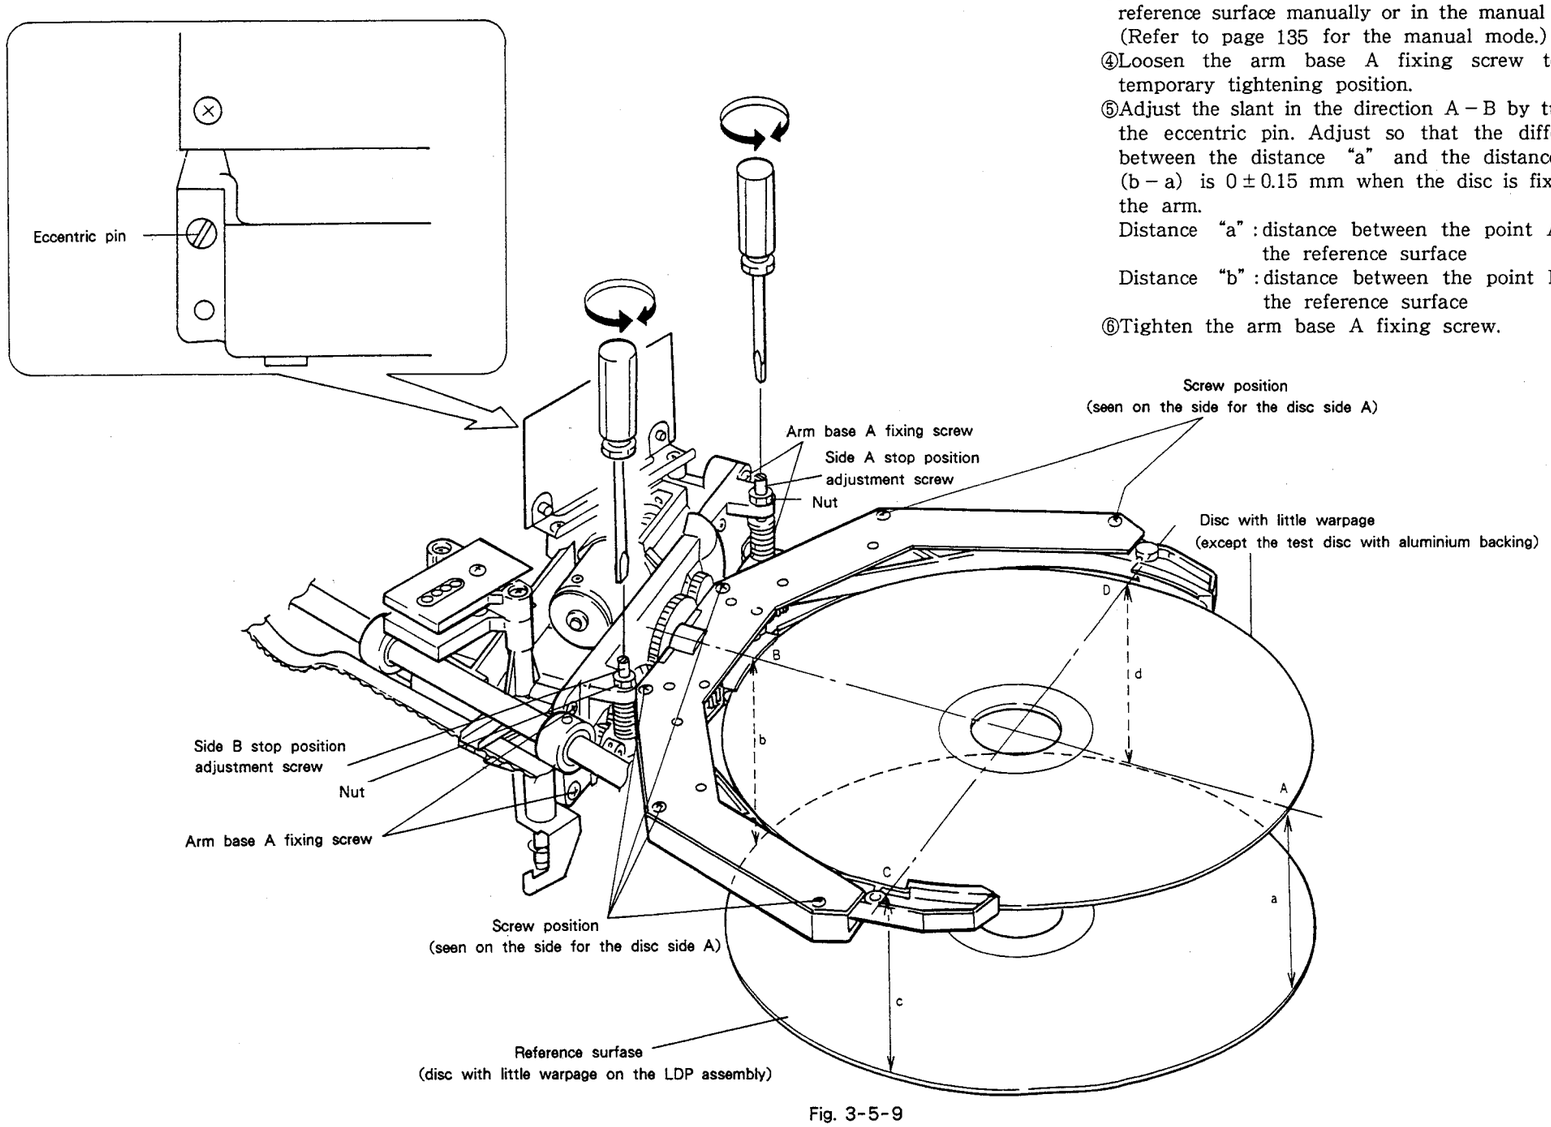

Fig. 3-5-9
3.5.5.1 Adjustment of the arm horizontal position (direction A – B in Fig. 3-5-9)
①Place a disc with little warpage (such as a test disc) on the LDP assembly and fix it with the clamper. The surface upper side of the disc is regarded as the reference surface. (Or, remove the LDP assembly and place a flat plate on the three bosses for the LDP assembly attachment. The surface of the plate is regarded as the reference surface.)
②Place a disc with little warpage (except a test disc with aluminium backing since it is heavier than a normal disc) so that the disc is fixed by the arm.
③Move the arm a few centimeters above the reference surface manually or in the manual mode. (Refer to page 135 for the manual mode.)
④Loosen the arm base A fixing screw to the temporary tightening position.
⑤Adjust the slant in the direction A – B by turning the eccentric pin. Adjust so that the difference between the distance "a" and the distance "b" (b – a) is 0 ± 0.15 mm when the disc is fixed by the arm.
⑥Tighten the arm base A fixing screw.
3.5.5.2 Adjustment of the reverse rotation stop position (direction C – D in Fig. 3-5-9)
⑦Prepare as described in steps ① and ② in the adjustment of the arm horizontal position. Move the arm approximately 15cm above the reference surface.
⑧Set the arm so that the side for the disc side A faces upward. (Screw positions on the arm are seen.)
⑨Loosen the nut of the side A stop position adjustment screw (the right one when seen from the arm side).
⑩Adjust the slant in the direction C – D by turning the side A stop position adjustment screw. Adjust so that the difference between the distance "c" and the distance "d" (d – c) is 0 ± 0.15mm when the disc is fixed by the arm.